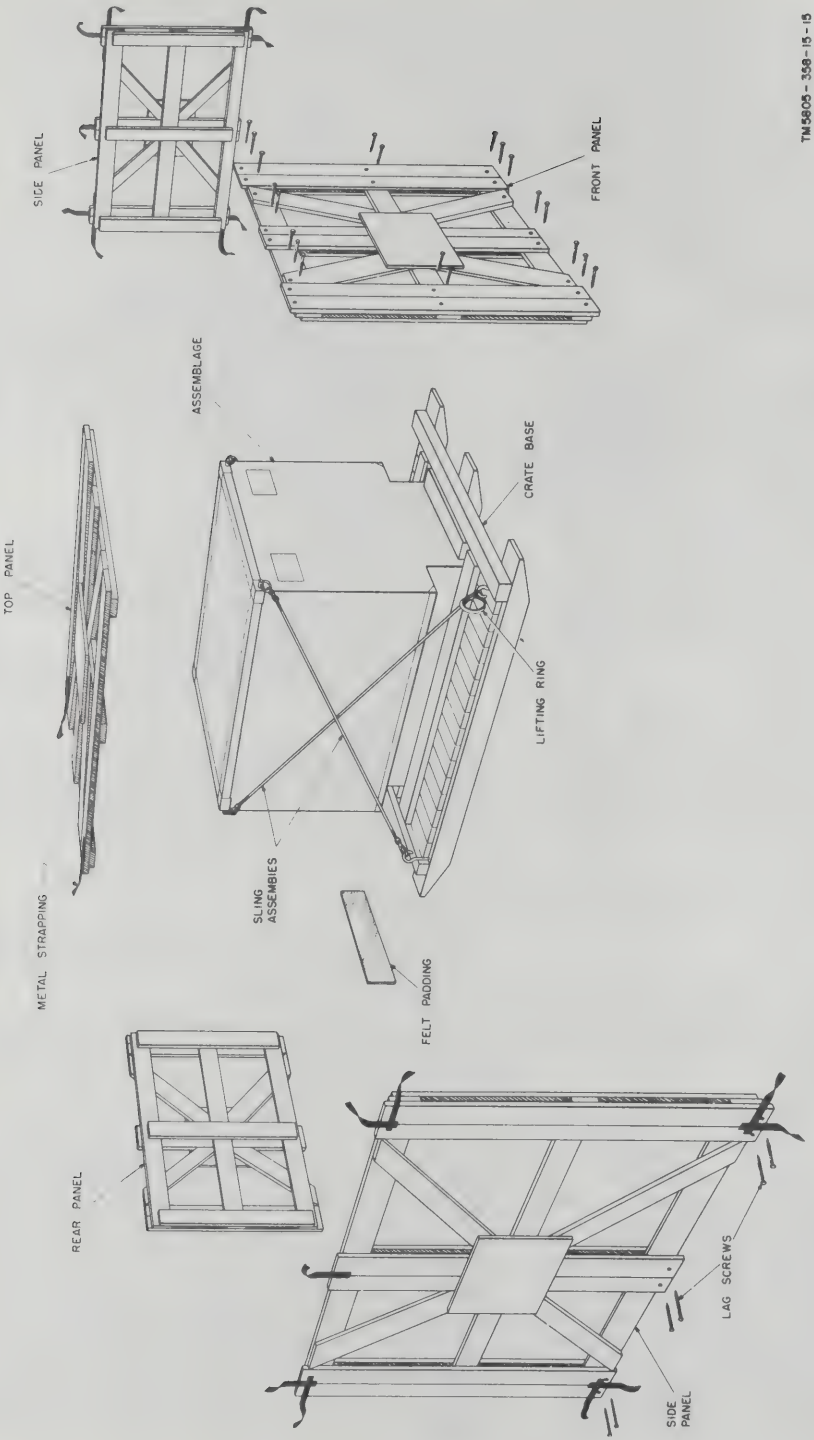

Figure 2–1. Typical packaging diagram.
(1) Use the sling hooks (nearest turnbuckle) to connect the sling assemblies to the lifting and tiedown eyes of the assemblage (fig. 2–2). Connect the sling hooks, at the opposite ends of the cables, to the lifting ring, and place the lifting ring over the lifting hook of the lifting device.